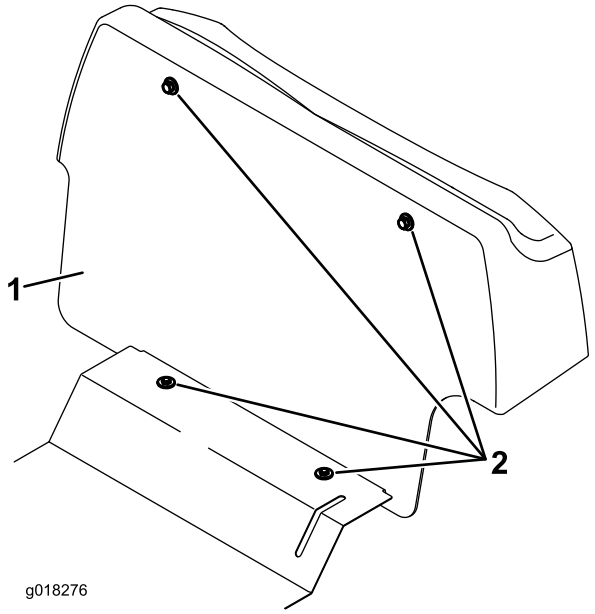

Figura 1
3. Retire o anteparo desaparafusando os 4 parafusos (Figura 1). Isto vai permitir acesso à rede de cablagem principal.